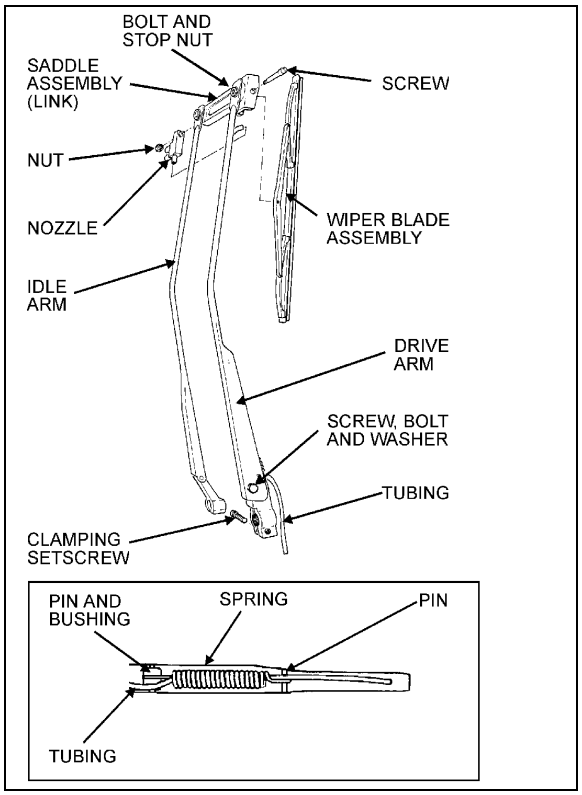
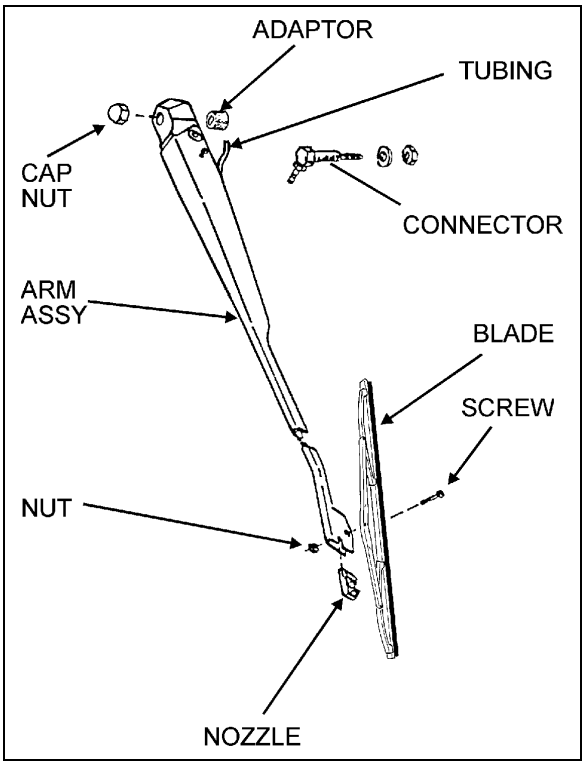

**FIGURE 36: LOWER WINDSHIELD WIPER** **23086**
**FIGURE 37: UPPER WINDSHIELD WIPER** 23087
1. Remove the cap nuts from the wiper arm pivot shafts (Figure 36 & Figure 37);